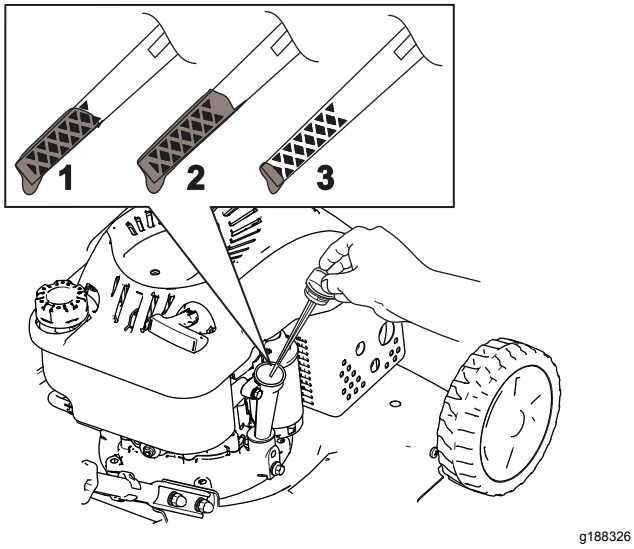

Figuur 24
3. Verwijder de peilstok door de dop linksom te draaien en eruit te trekken (Figuur 24).